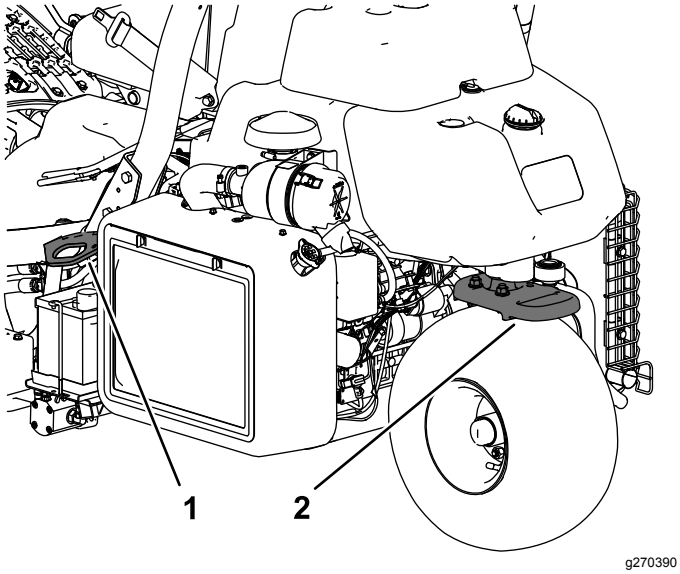

Rysunek 27
- Bezpiecznie przywiąż maszynę za pomocą pasów, łańcuchów, kabli lub lin. Zarówno przednie, jak i tylne pasy powinny być skierowane w dół i na zewnątrz od maszyny (Rysunek 27).